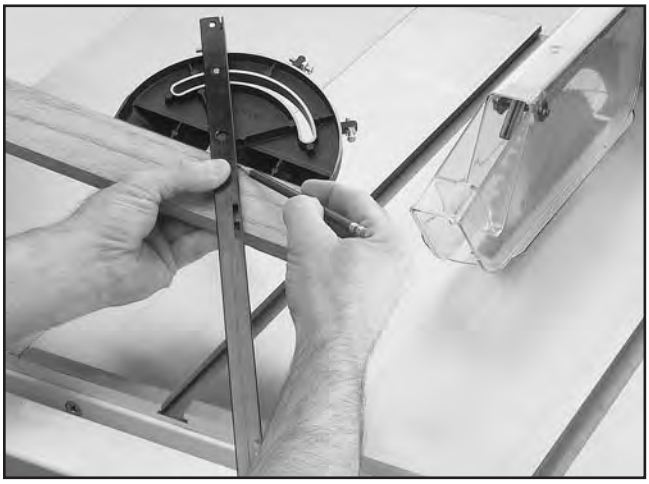

Figure 61. Example of marking miter line.
4. Place the face of the miter gauge against the edge of the workpiece and place the bar across the face of the workpiece. Use the bar as a guide to mark your cut as shown in **Figure 61**.